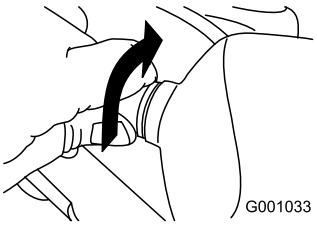

Figur 56
2. Drej pærens sokkel mod uret, indtil den ikke kan drejes mere (Figur 56).